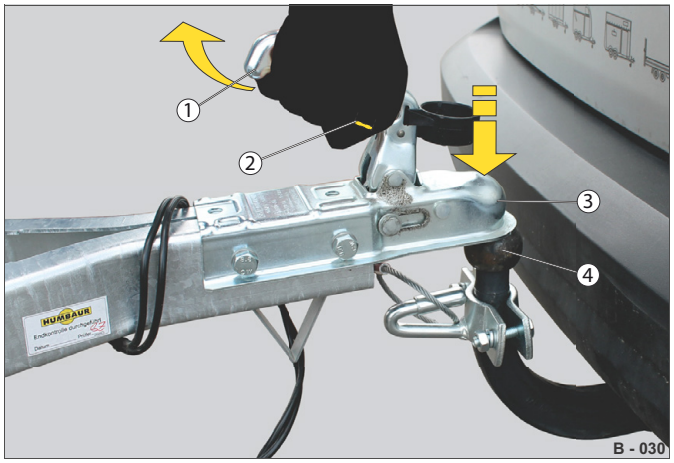

Abb. 8 Příklad: připojení nebrzděného přívěsu
▶ Zatlačte pojistnou západku (Abb. 8/2) až na doraz.
▶ Vytáhněte rukojeť (Abb. 8/1) úplně nahoru a uvolněte pojistnou západku.
▶ Nasaďte kalotu (Abb. 8/3) na kulovou hlavu (Abb. 8/4).